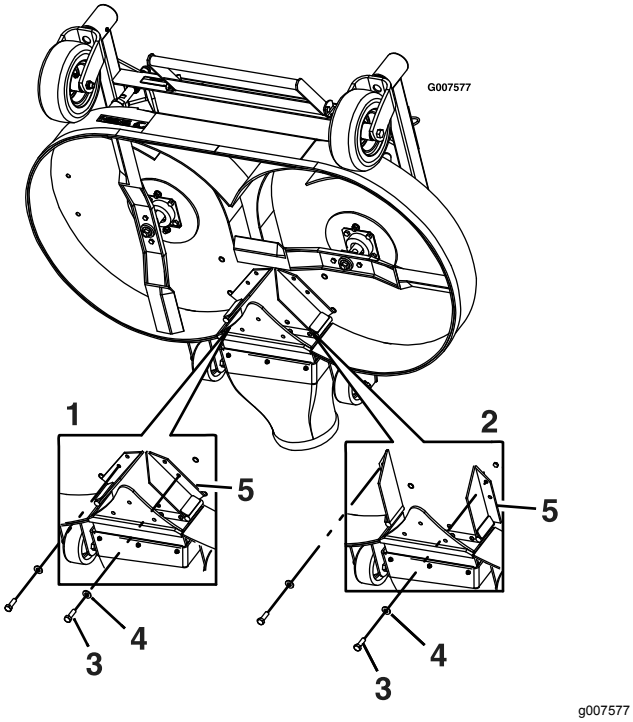

Figur 14
7. Ta bort bulten och brickan längst fram på varje skärm för systemet för påfyllningsreducering (Figur 14).